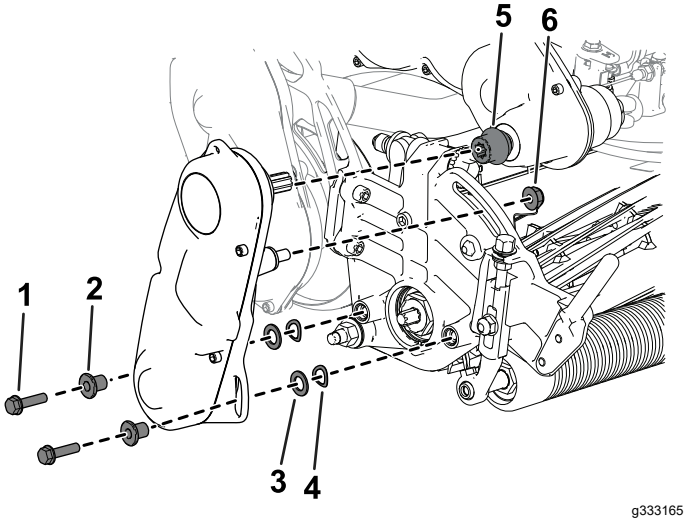

Figuur 46
6. Gebruik de eerder verwijderde inbusschroeven, ringen en afstandsstukken om de messenkooiaandrijving te bevestigen aan de zijplaat van de maai-eenheid (Figuur 46).
Zorg ervoor dat de aandrijfas van de messenkooiaandrijving gemonteerd is aan de koppeling van de transmissieaandrijfas (Figuur 46).